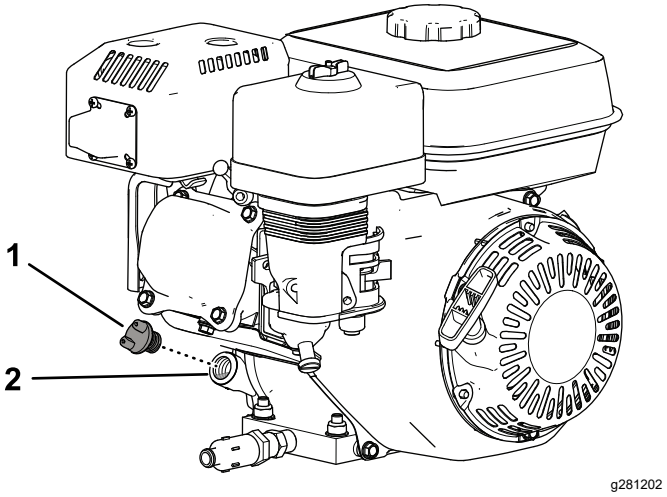

**Figur 28**
2. Rengör området runt tanklocket (Figur 28).